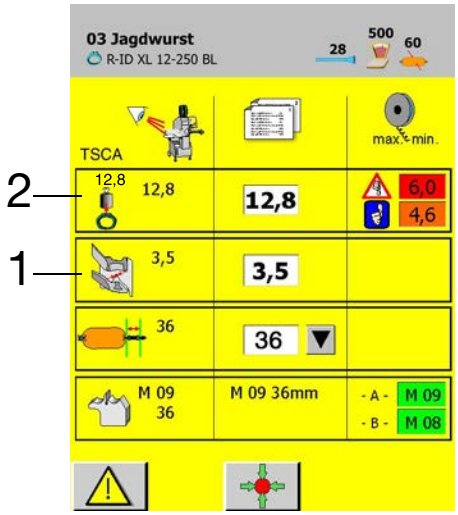

Fig. 5-21 1 Set the separator hole size
- Set the closing pressure in position 2 (Fig. 5-21) and exit the display screen.